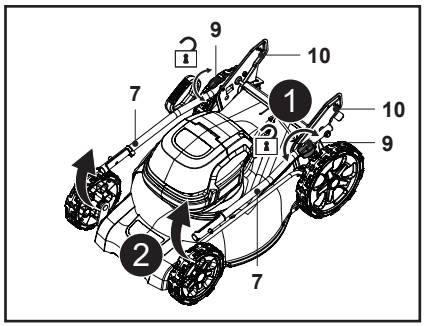

Fig. 1
2. Loosen the handle lock (9) 90° clockwise or counterclockwise, the unfold the lower handle bar (7) (Fig. 1).